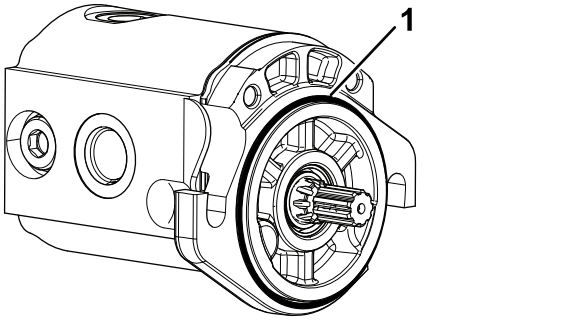

Bild 7
5. Befestigen Sie den O-Ring am Spindelmotor (Bild 7).